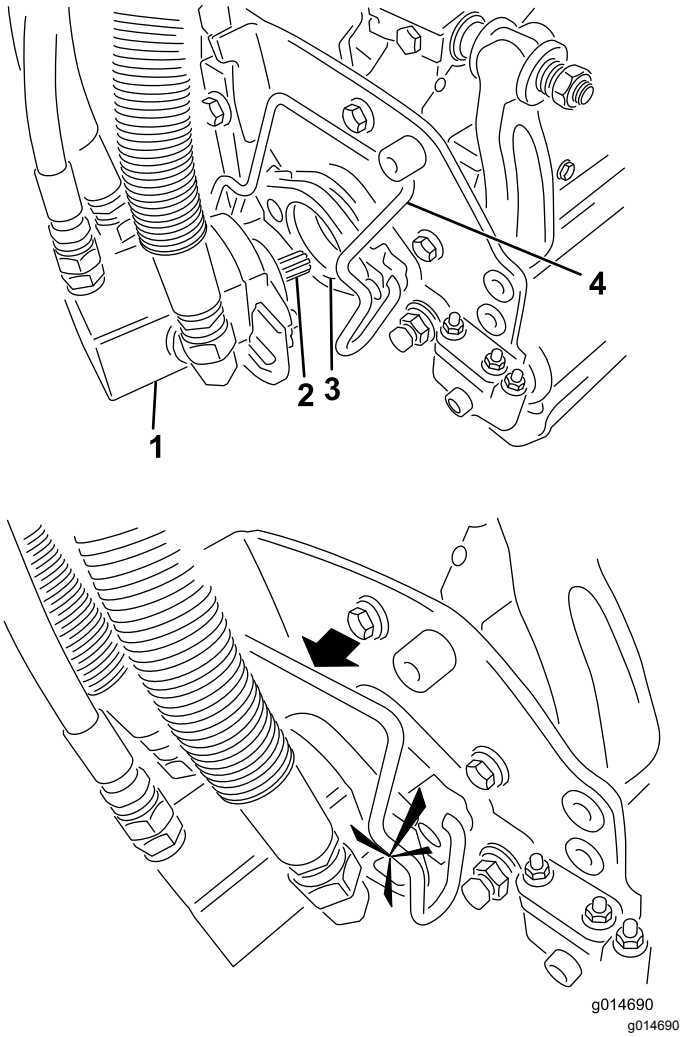

Figuur 44
5. Smeer schoon vet op de sleufas van de motor van het maaidek (Figuur 44).
6. Steek de motor in de linkerkant van het maaidek (gezien vanuit de bestuurdersstoel) en trek de motorbevestigingsstang op het maaidek in de richting van de motor totdat u aan beide kanten een klik hoort (Figuur 44).